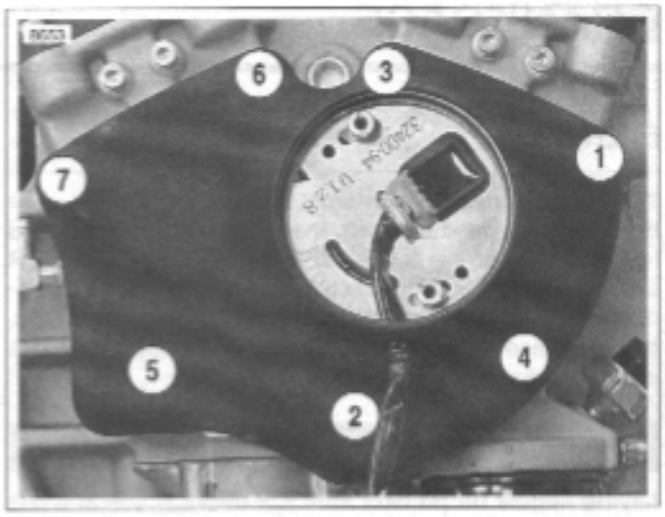

Figure 3-131. Gearcase Cover Mounting Screw Torque Sequence
5. See Figure 3-131. Install gearcase cover over all gears and onto right crankcase half. Secure cover to crankcase half with 7 socket head screws. Tighten screws evenly to 80-110 **in-lbs** (9-12 Nm). Use torque sequence as shown in Figure 3-131.